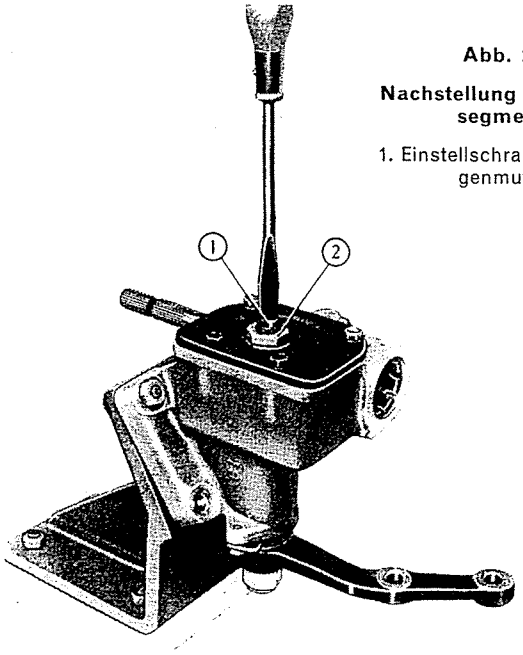

Abb. 276.
Hierauf ist das Spiel zwischen Schnecke und Segment durch Schraube (1, Abb. 276) am Gehäusedeckel einzustellen, die dann durch die Gegenmutter (2) gesichert wird.